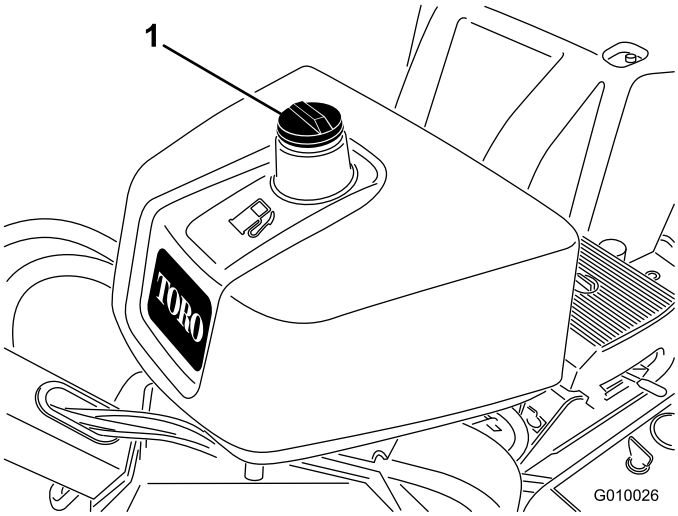

**Rysunek 15**
2. Oczyść powierzchnię wokół korka wlewu paliwa i zdejmij go (Rysunek 15).